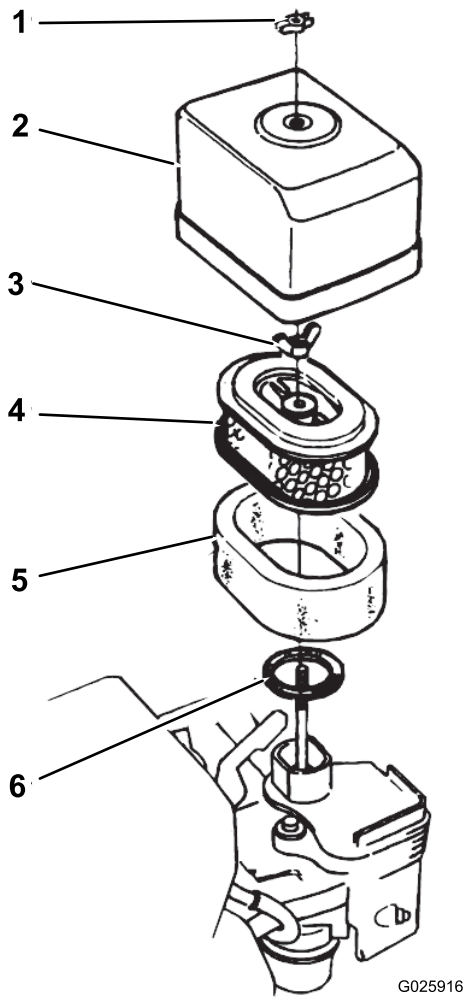

图27
2. 拧掉将空气滤清器盖固定到空气滤清器上的蝶型螺帽，然后取下滤清器盖（图27）。
4. 从空气滤清器上卸下蝶型螺帽、然后取出滤清器（图27）。
5. 从纸质滤芯中取出泡沫滤芯（图27）。